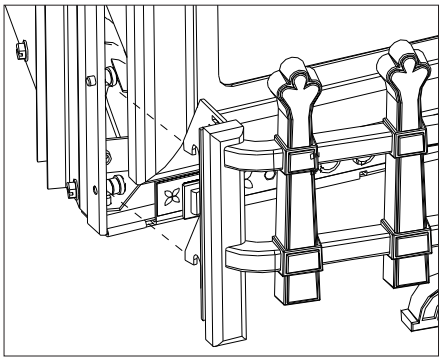

Figure 66: Hook Placements.
Hook the Andiron assembly over the two (2) bushings at either side of the bottom of the Sonnet (see Figure 66) and snap them firmly down into place. When in place it will look similar to the image on the front cover of this Sonnet Owner's Manual.